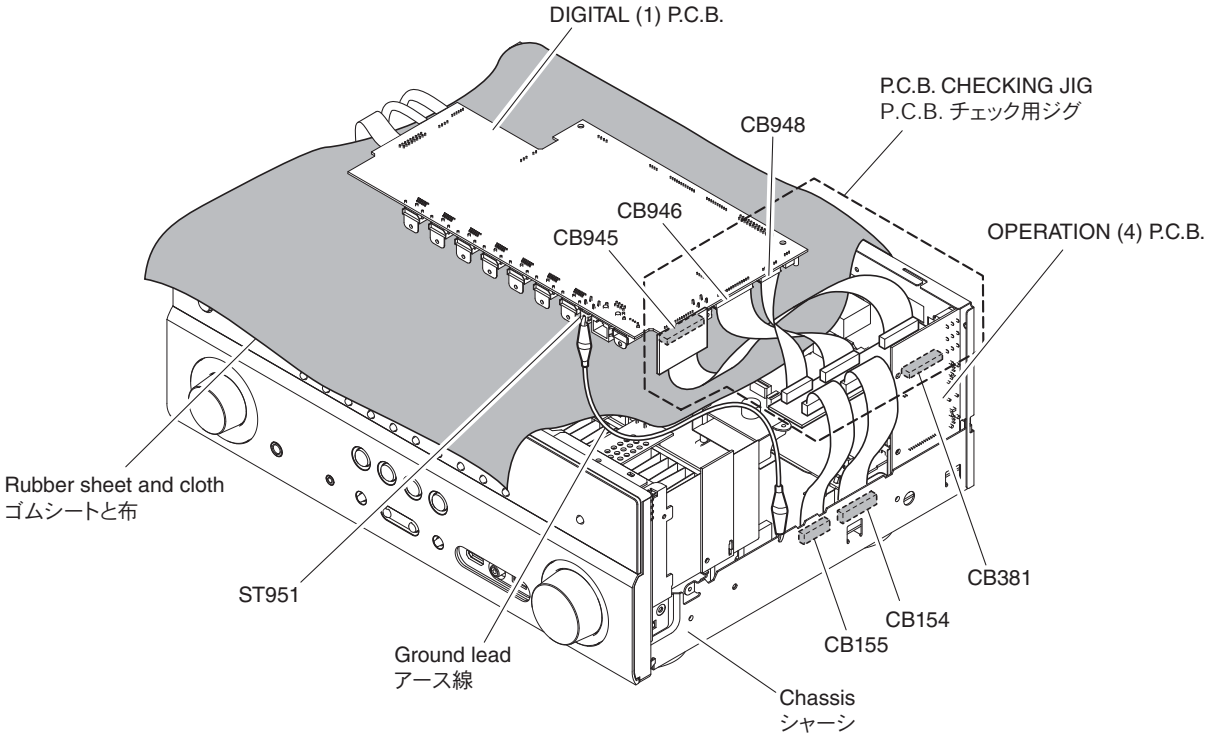

Fig. 5
- Put the rubber sheet and cloth over this unit, and place the DIGITAL (1) P.C.B. on them. (Fig. 5)
- Connect ST951 on DIGITAL (1) P.C.B. to the chassis with a ground lead. (Fig. 5)
- 本機の上にゴムシートと布を敷き、その上に DIGITAL（1）P.C.B. を置きます。（Fig. 5）
- DIGITAL（1）P.C.B. の ST951 のアースをリード線でシャーシに接続してください。（Fig. 5）